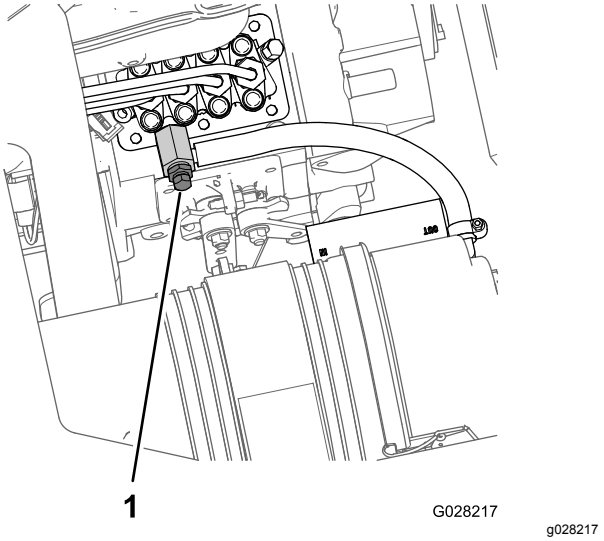

Figur 74
8. Placer drænbakken under brændstofindsprøjtningen på motoren (Figur 74).
9. Åbn udluftningsskruen ved brændstofindsprøjtningspumpen (Figur 74).
11. Lad nøglen sidde i positionen ON (Til), indtil en konstant strøm af brændstof strømmer ud omkring udluftningsskruen (Figur 74).
12. Spænd udluftningsskruen (Figur 74), og drej nøglen til positionen OFF (Fra).